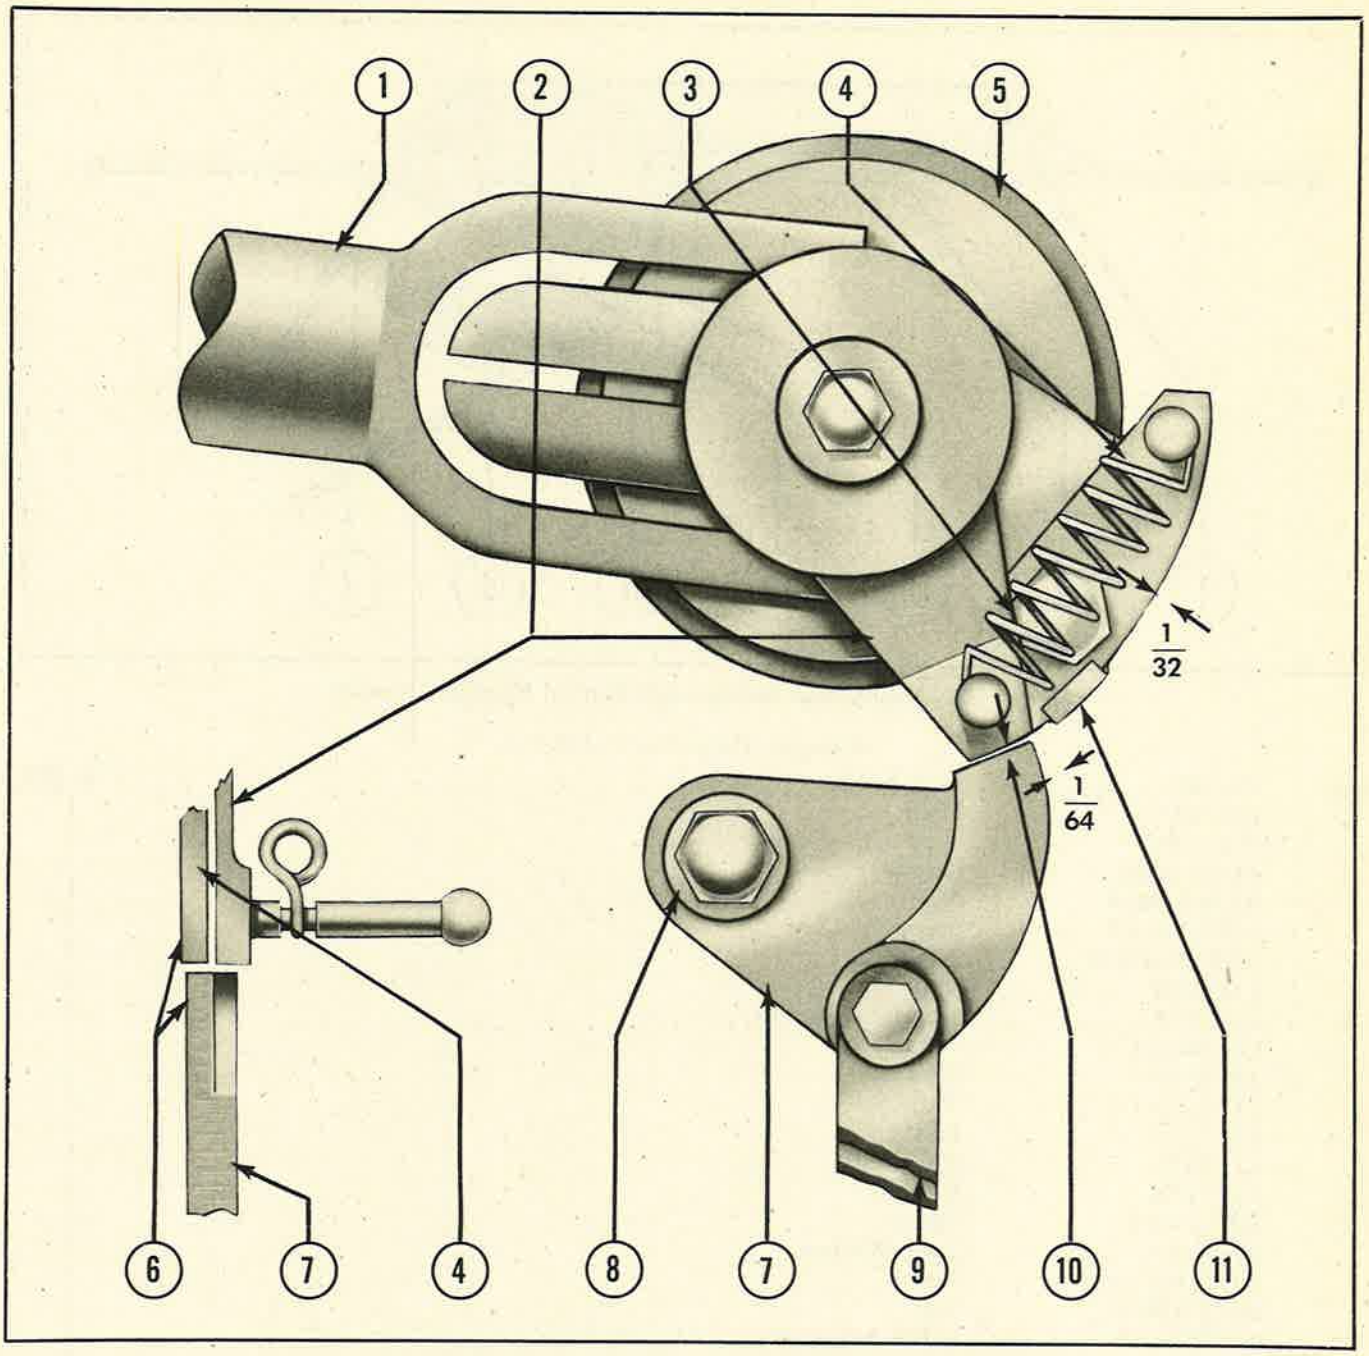

Figure 139—Adjustment of Control Valve Safety Latch Mechanism
k. With the latch handle in the "LATCH RAISED" position, move landing-gear control valve into "DOWN" position. The stop should prevent the dog from passing and should engage it by 1/16-inch (figure 139). Move control valve back to "NEUTRAL."
l. Check the relation of the faces of the valve shoe and valve catch (figure 139). Shift washers at catch to obtain desired results.